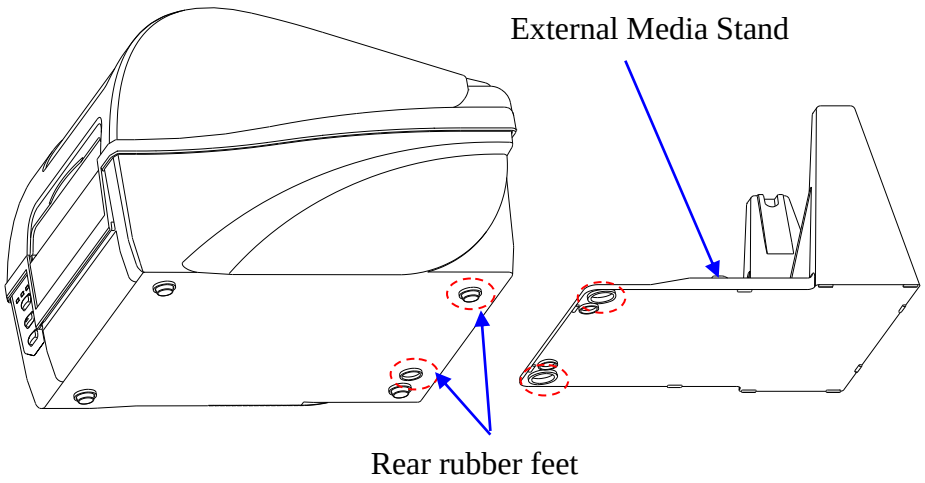

Figure 2-23 Place the External Media Stand
1. Place the front part of the External Media Stand under the printer, making sure the two rear rubber feet of the printer are fitted into the two holes on the media stand, see Figure 2-23.